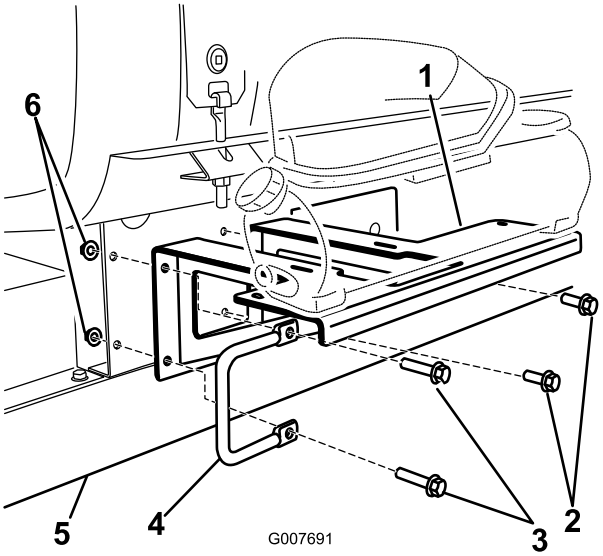

Figura 6
3. Sujete el soporte al bastidor usando dos pernos (3/8 x 1-1/4 pulgadas), 2 arandelas (3/8 pulgada), 2 tuercas con arandela prensada (3/8 pulgada) incluidos entre las piezas sueltas; y el asa izquierda y los herrajes que se retiraron anteriormente (Figura 6).